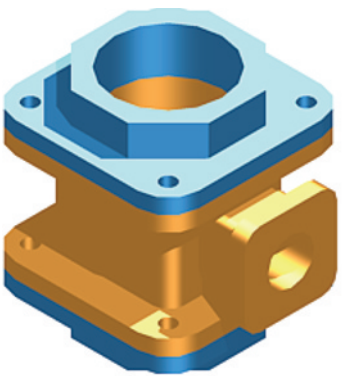

Fig. 17.8 Second example – **UCS** – step **11** + rendering
11. Turn layer **0** back on and move the top into its correct position relative to the main part of the valve. Then with the **Mirror** tool, mirror the top to produce the bottom of the assembly (Fig. 17.8).